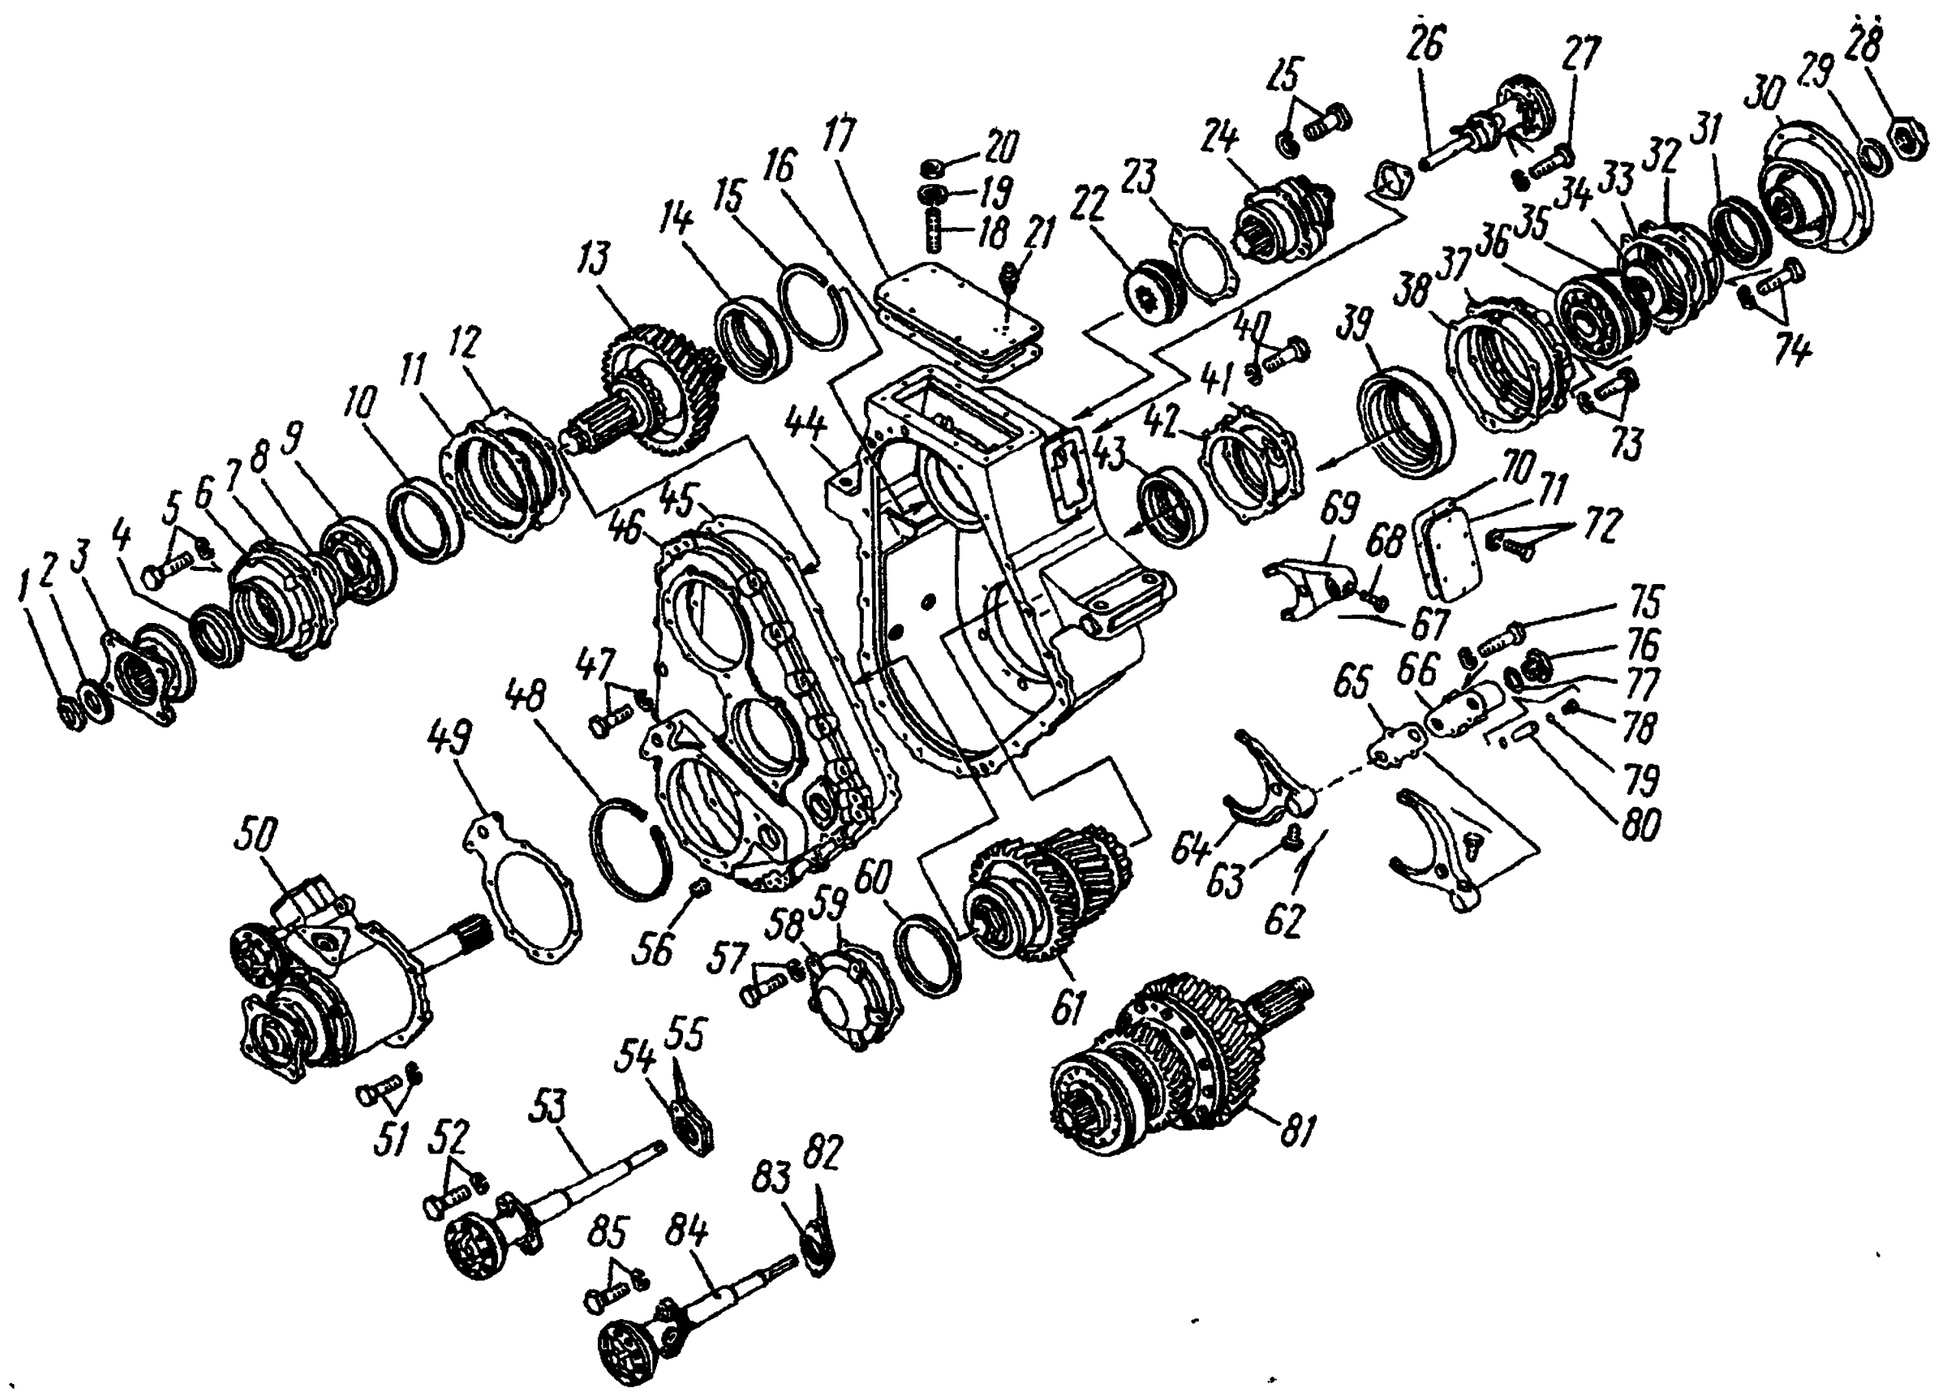
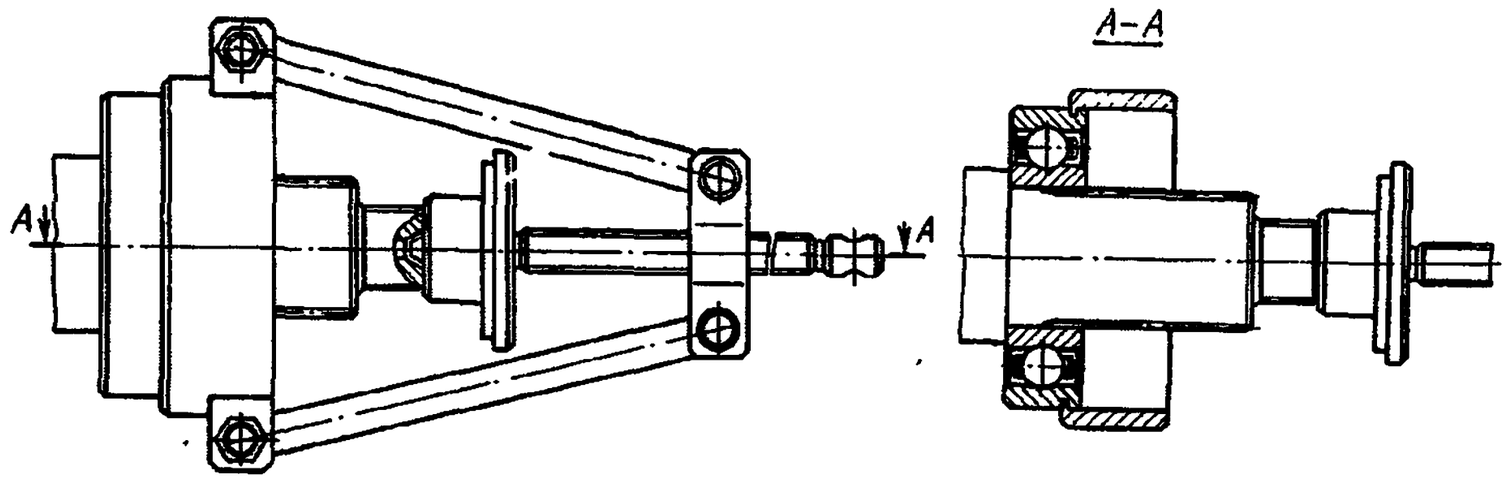

Рис. 160. Коробка раздаточная:
Рис. 161. Снятие подшипника зубчатого колеса привода заднего моста
2. Выверните пробку заливного отверстия и магнитную пробку *56* (рис. 160) сливного отверстия. Слейте масло из раздаточной коробки	Ключ 12 мм, посуда для масла
5. Выверните и снимите болты *73* с пружинными шайбами. Снимите крышку *37* заднего подшипника с уплотнительной прокладкой *38*. Снимите упорное кольцо *35* и съемником (рис. 161) снимите подшипник *36* (см. рис. 160)	Ключ 17 мм, отвертка, спецпассатижи И801.22.000-01, съемник